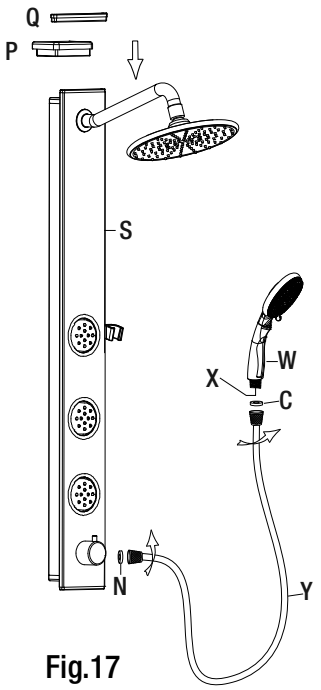

Fig.17
- Installez le couvercle supérieur (P) et le couvercle en acier inoxydable (Q) sur la colonne de douche (S), voir fig. 17.
- Vérifiez si le clapet de non-retour (X) est préinstallé dans la douche téléphone (W). Fixez le long tuyau de douche flexible (Y) à la colonne de douche (S) et à la douche téléphone (W) à l'aide de rondelles en caoutchouc (N) et (C), comme il est illustré à la figure 17.